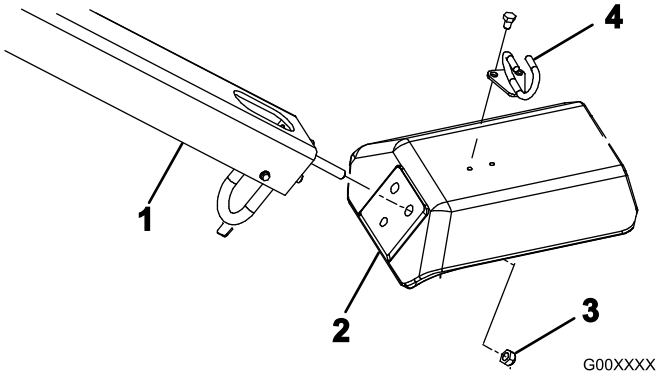

Figur 4
2. Sæt håndtagets monteringstappe ind i gaflens huller (Figur 4).
3. Fastgør håndtagets tappe på gaflen med 3 låsemøtrikker (1/2 tomme) (Figur 4)
5. Monter kabelholderen øverst på gaflen med to bolte (5/16 x 1/2 tomme) (Figur 4).